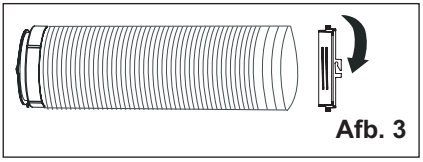

Afb. 3
2. Neem het andere uiteinde van de slang en schroef dit vast aan adapter B (Afb. 3).